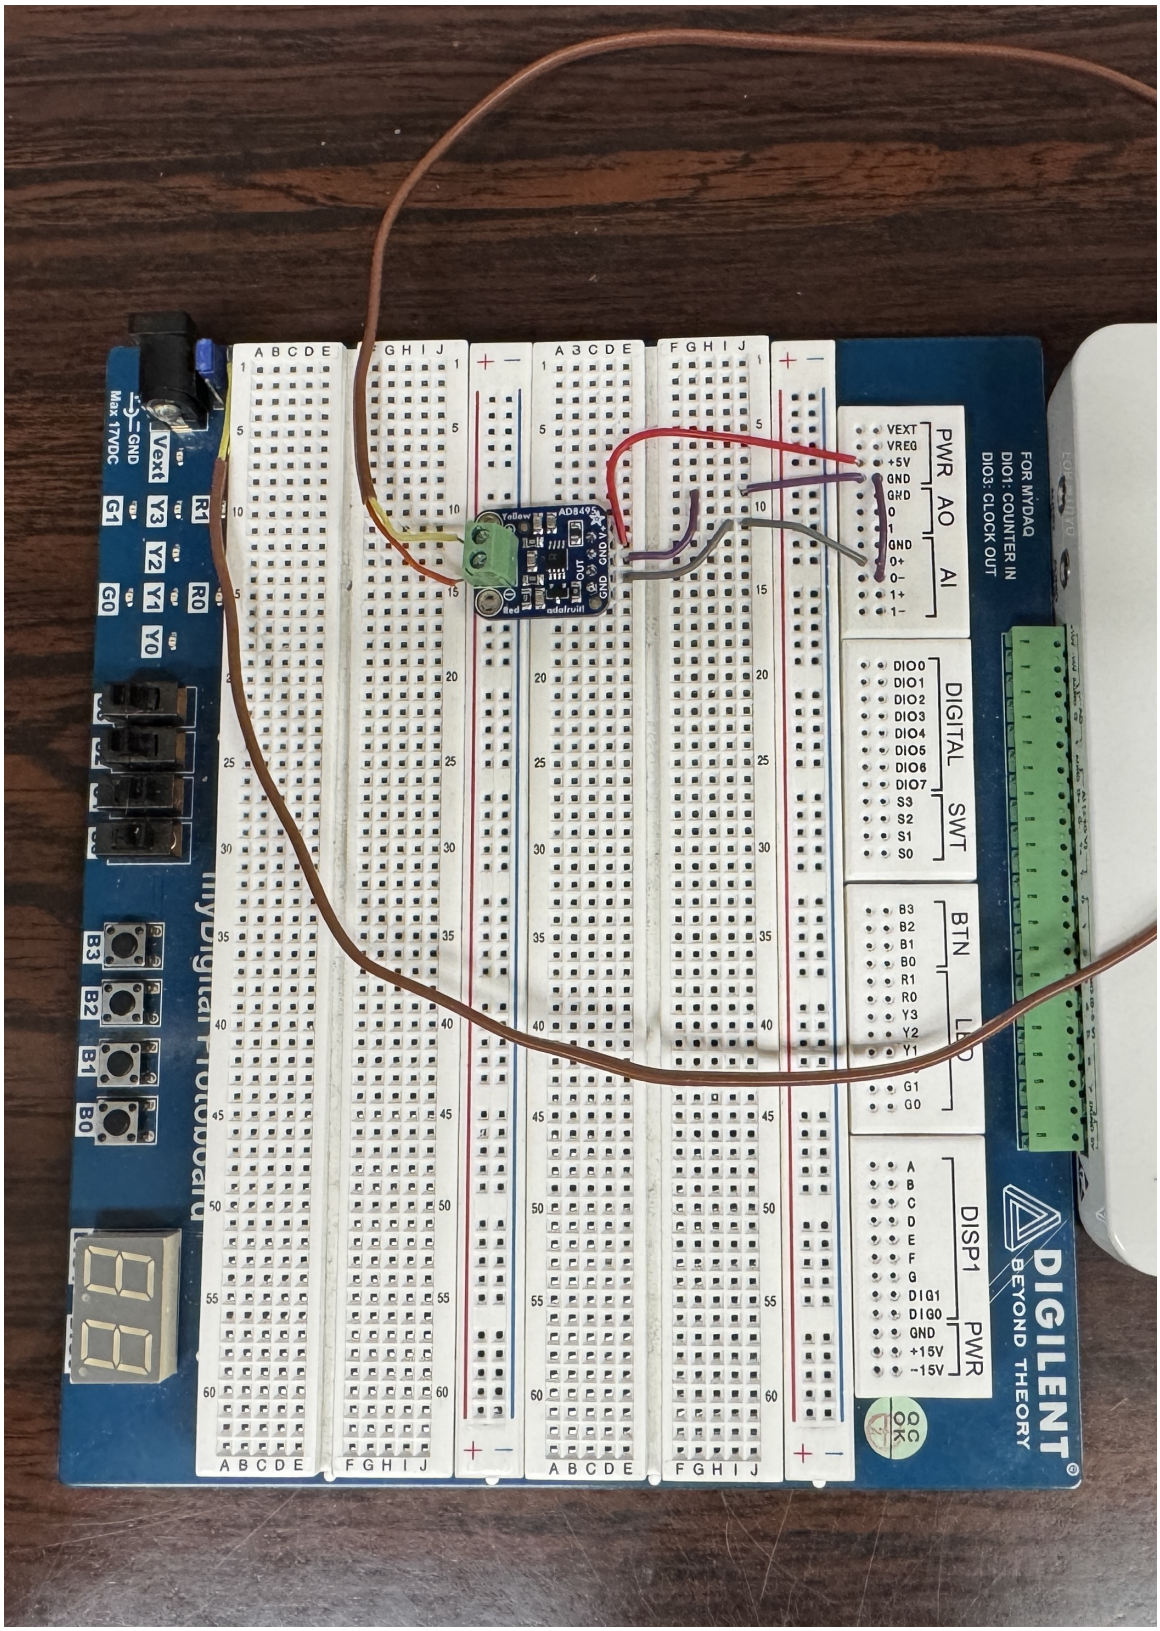

Figure 3: Sample circuit for the thermocouple chip and voltage follower circuit.
7. Construct the circuit shown in Fig 3. Use the Adafruit Analog Output K-Type Thermocouple Amplifier - AD8495 Breakout to measure the temperature. Use the powered breadboard to make it easier to integrate it with the voltage follower circuit.